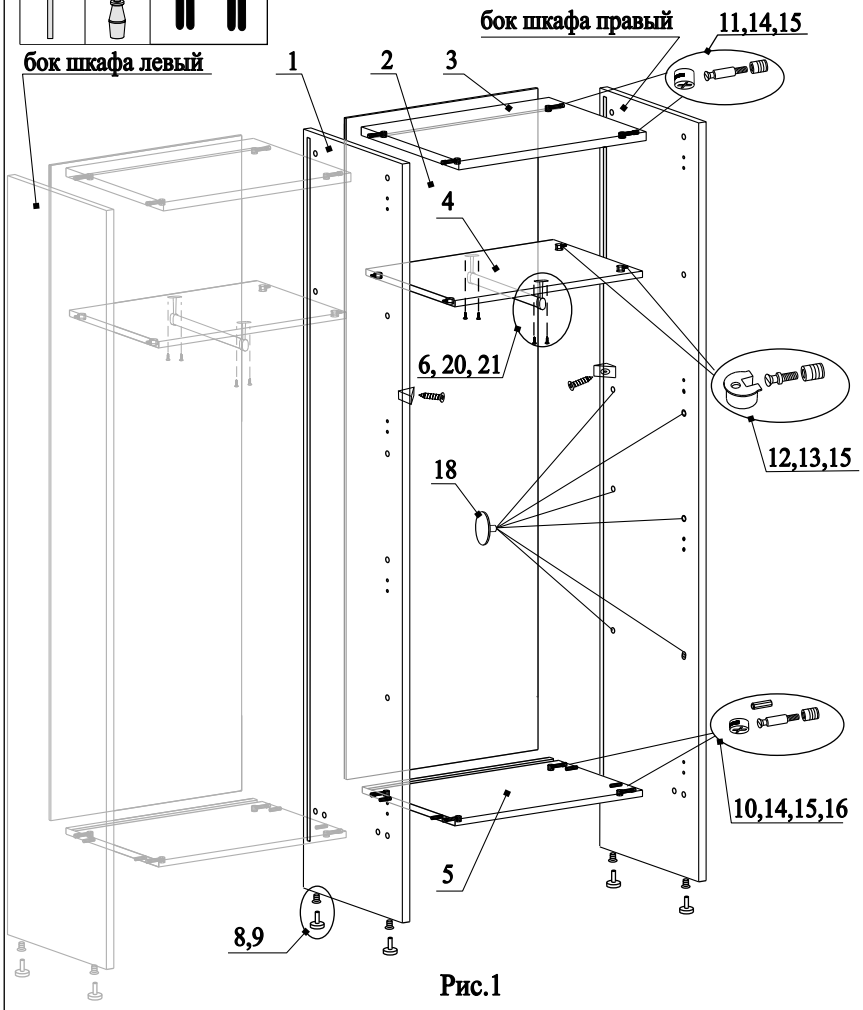

Рис.1
1. В нижние торцы боков забить футорки 9 и вкрутить опоры 8 (рис.1);
2. Забить пластиковые муфты 15 в бока стеллажа согласно рис. 1;.
3. Вкрутить дюбели 13 и 14 в муфты на боках согласно рис. 1;
4. В отверстия на детали 3 вставить эксцентрики 11 (рис.1);
5. В отверстия на детали 5 вставить эксцентрики 10 и шканты 16 (рис.1);
7. Вставить в пазы заднюю стенку 3, присоединить бок шкафа (или следующую перегородку), затянуть эксцентрики по часовой стрелке до упора (рис.1);
9. Установить горизонталь в каркас шкафа согласно рис.1;
13. В оставшиеся отверстия ∅8мм вставить заглушки 18 (рис.1);